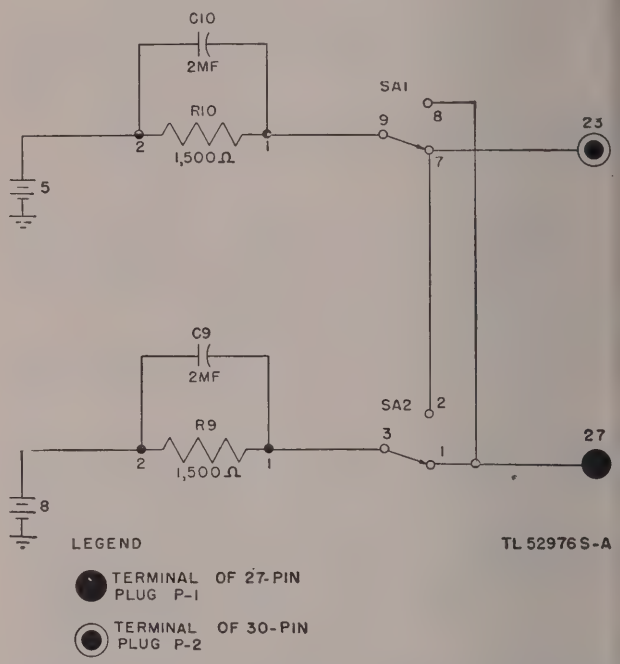
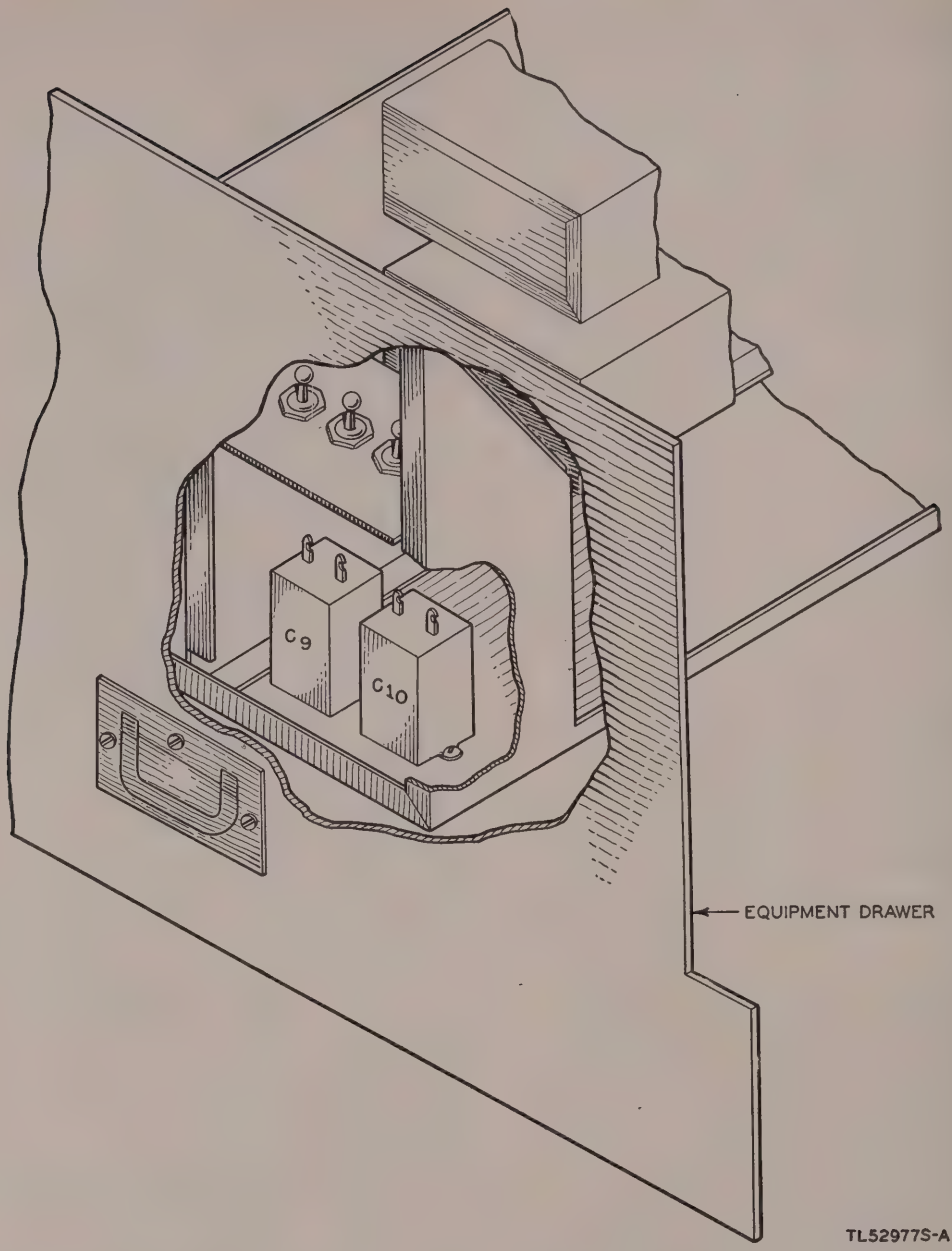

Figure 74. Circuit modifications required to change Teletypewriter Set AN/TGC–1 to Teletypewriter Set AN/TGC–1A operating at 600 opm.
Figure 75. Physical location of capacitors added in modifying teletypewriter set circuit for 600 opm.
b. The electrical changes which must be made to the AN/TGC–1 are illustrated in figure 74. The modification is made electrically by the addition of one 2-mf (microfarad) capacitor across 1,500-ohm resistor R10 in battery supply 5 and one 2-mf capacitor across 1,500-ohm resistor R9 in battery supply 8. The physical location of the capacitors is illustrated in figure 75.